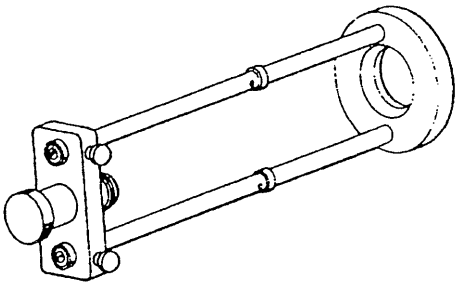

Figure 3. 6796975, Low Pressure Fuel Filter Element Support Spring Depressor
(5) Install 6796975 spring depressor (figure 3) on bar and tighten hand knob until element support spring is depressed sufficiently to allow installation of retaining ring (15, figure 2).